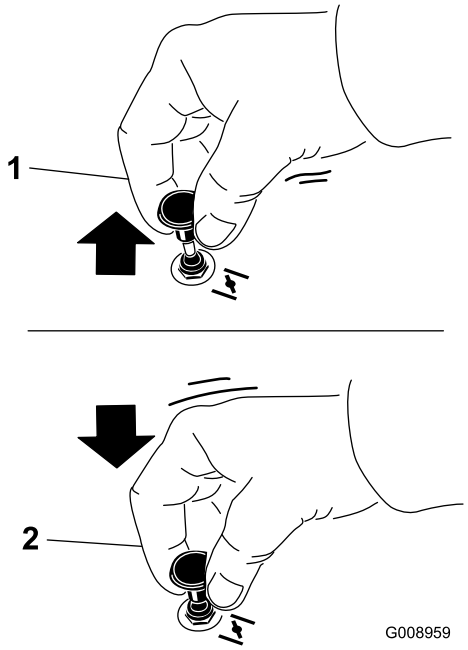

Figur 13
2. Dra upp chokereglaget så att choken aktiveras innan du använder tändningslåset (Figur 13).
3. Skjut ned choken så att den avaktiveras när motorn har startats (Figur 13).